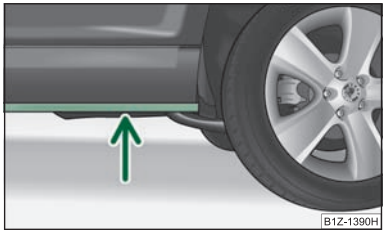

Fig. 117 Traverser un cours d'eau
- Avant de franchir une nappe d'eau, déterminer la profondeur de l'eau. L'eau doit arriver au maximum jusqu'au profilé sur le longeron inférieur du véhicule ⇒ page 125, fig. 117.